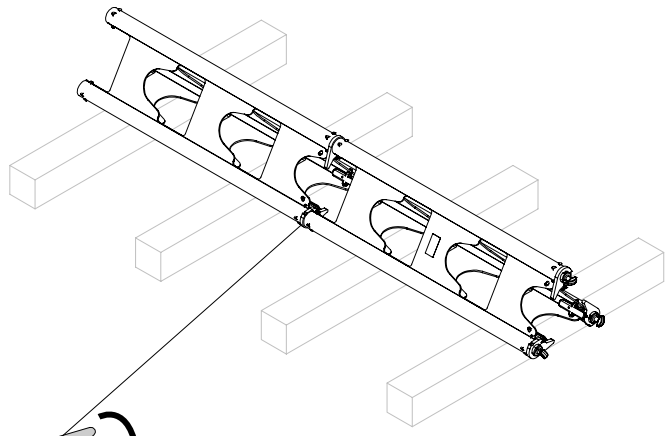

Fig. A1.02
3. Insert hammer head pieces into the ends of the next prop section. (Fig. A1.02)